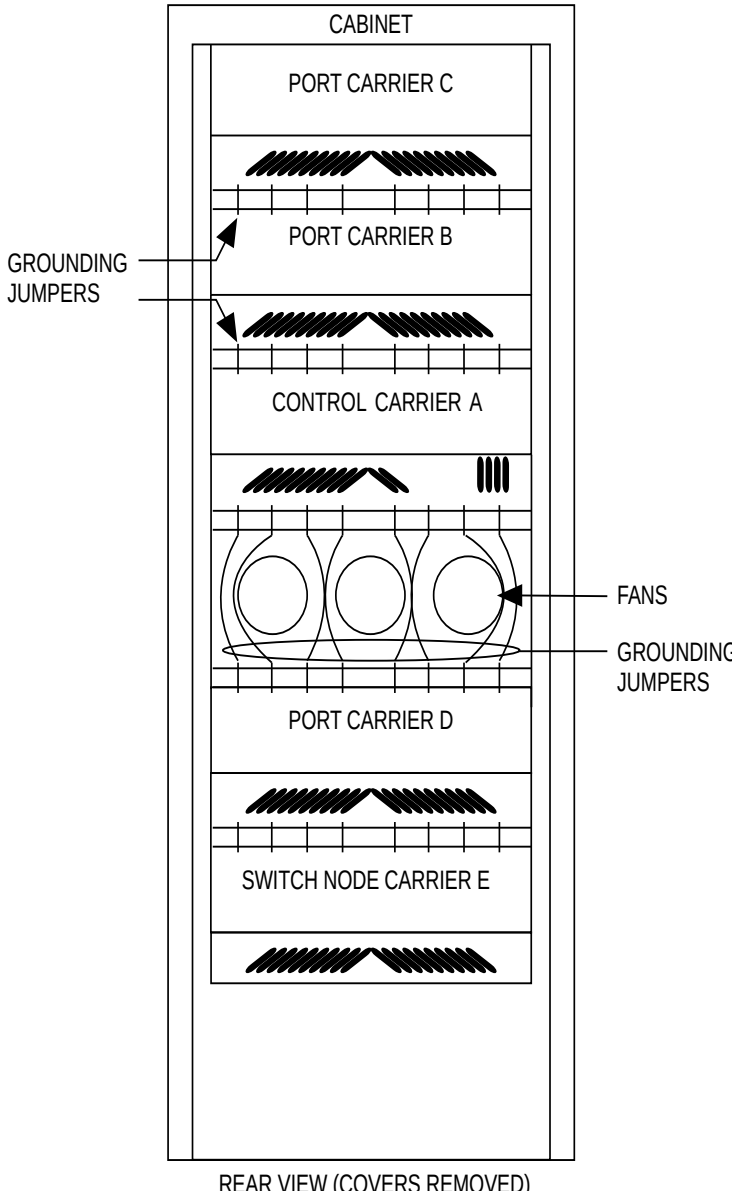

Figure 10-31. Locations of Grounding Jumpers
3. Disconnect one end of the eight ground straps (between the ‘‘D’’ and “E’’ carriers) from the ‘‘D’’ carrier (See Figure 10-31). These straps will be reconnected to the new ‘‘D’’ carrier.
4. Disconnect one end of the eight ground straps (between the ‘‘D’’ and ‘‘A’’ carriers) from the ‘‘D’’ carrier (See Figure 10-31). These straps will be reconnected to the new ‘‘D’’ carrier.
5. Connect the eight ground straps from the ‘‘E” carrier to the new ‘‘D’’ carrier (See Figure 10-31). These straps were left connected to the “E’’ carrier when the old ‘‘D’’ carrier was removed.
6. Connect the eight ground straps from the ‘‘A’’ carrier to the new ‘‘D’’ carrier (See Figure 10-31). These straps were left connected to the ‘‘A’’ carrier when the old ‘‘D’’ carrier was removed.